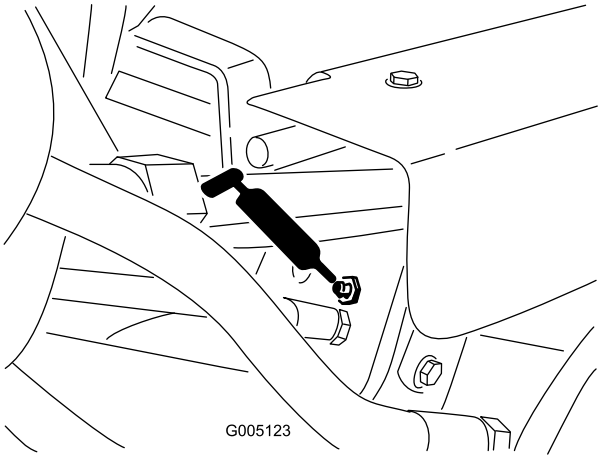

Figur 30
- Løftesylinderne (3) (Figur 30)